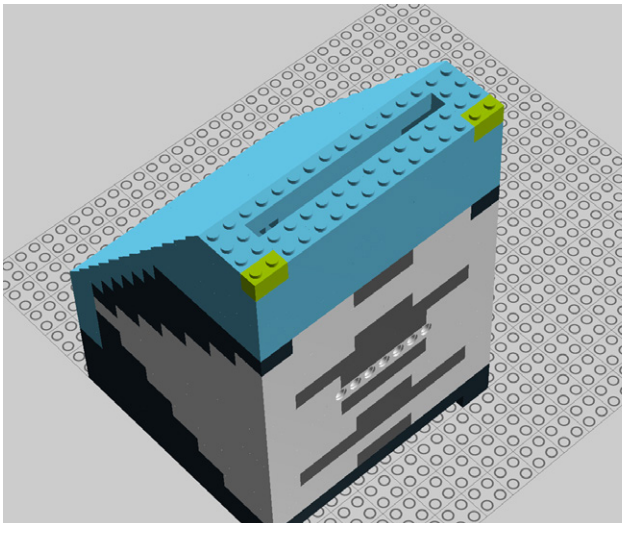

Figure 9-77. *Step 72: Adding two bricks*
72. Attach two 2x1 translucent bricks (Figure 9-77).